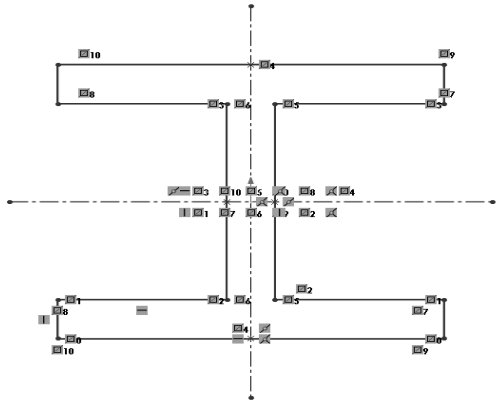

Figure 3-56 *Final sketch for Tutorial 1*
f. Modify the sketch by dragging the sketched entities, refer to Figure 3-56.
6. Release the left mouse button when the **X Coordinate** spinner shows the value 10. The final sketch after modifying the sketched entities by dragging them is shown in Figure 3-56.